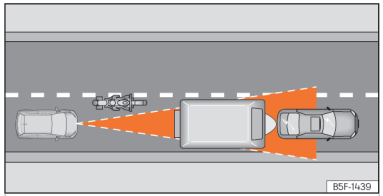

Abb. 140 Vorausfahrender Motorradfahrer außerhalb des Erfassungsbereichs des Radarsensors.
- Versetzt fahrende Fahrzeuge oder Fahrzeuge, die außerhalb des Erkennungsbereichs des Sensors fahren, z. B. Motorräder ››› (Abb. 140).